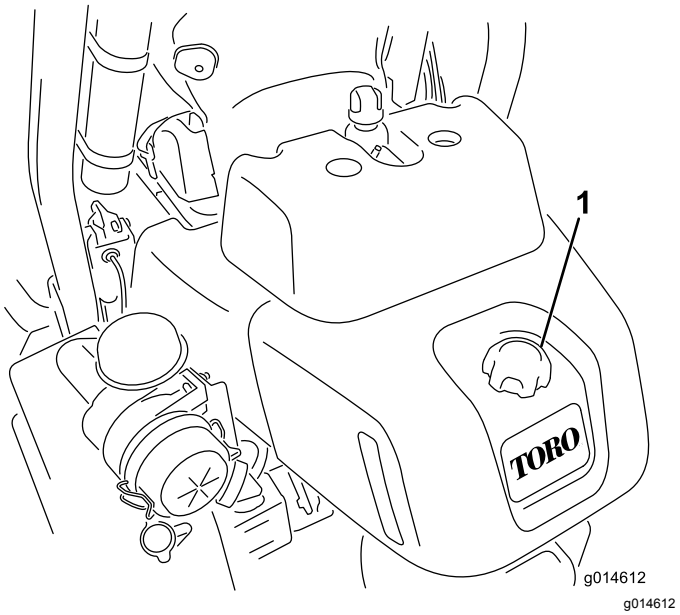

**Figuur 24**
1. Reinig het gebied rond de dop van de brandstoftank (Figuur 24).